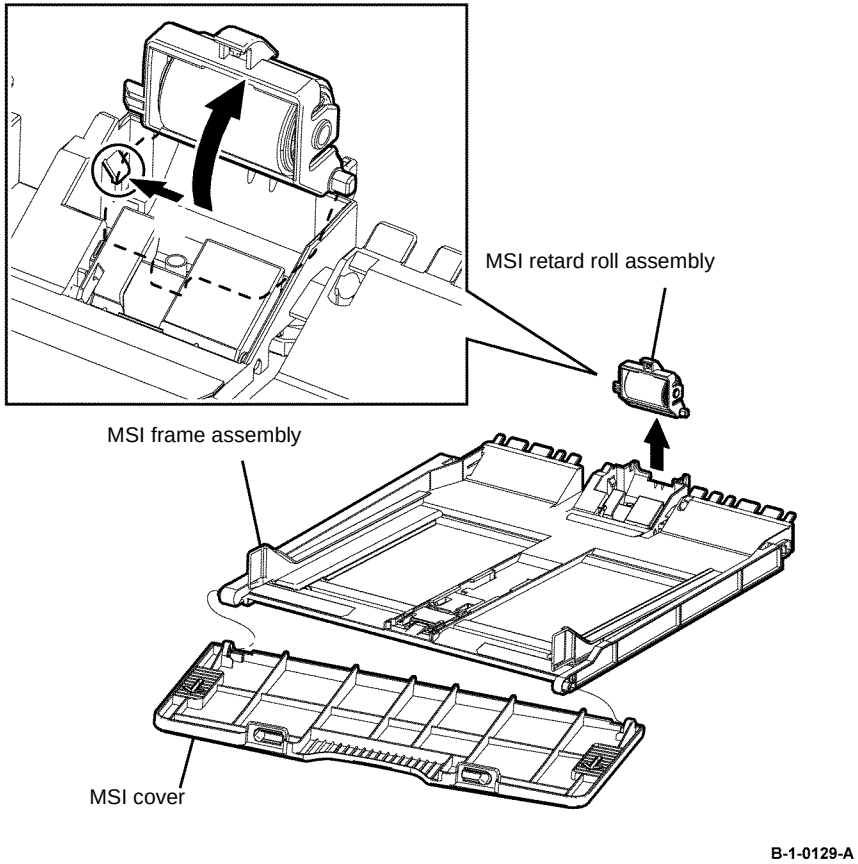

Figure 1 MSI cover and retard roll assembly removal
3. Release the hook that fixes the MSI retard roll assembly to the MSI frame assembly, then remove the MSI retard roll assembly by rotating it in the arrowed direction. Figure 1.
4. Release the hole on the MSI cover from the boss on the MSI frame assembly, then remove the MSI cover, Figure 1.